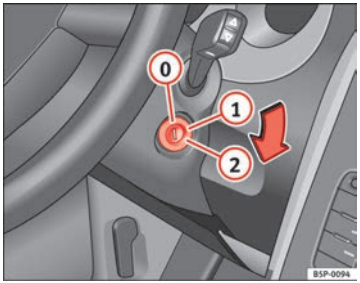

Abb. 140 Zündschlossstellungen
In dieser Stellung ⇒ Abb. 140 sind die Zündung und der Motor ausgeschaltet und die Lenkung kann gesperrt werden.
– Drehen Sie den Zündschlüssel in Stellung ⇒ Abb. 140 (1). Beim Vorglühen des Motors leuchtet die Kontrollleuchte ➿ auf. ▶
– Wenn die Kontrollleuchte ausgeht, drehen Sie den Zündschlüssel in Stellung (2) zum Anlassen des Motors - geben Sie kein Gas.
– Drehen Sie den Zündschlüssel in Stellung ⇒ Abb. 140 (0). ▶